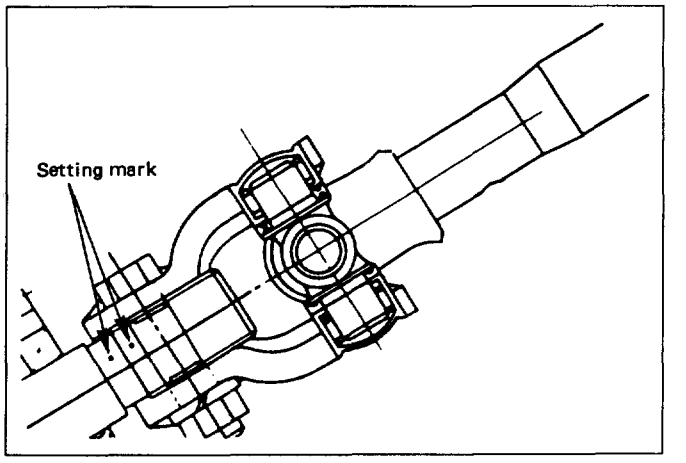

Fig. 3F4-37
- Apply a setting mark across the universal joint and steering shaft to reassemble the parts in their original position (Fig. 3F4-37).